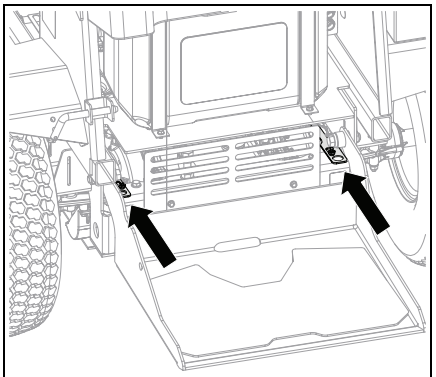

Figure 15
7. Push bypass levers into operating position. See Figure 15.